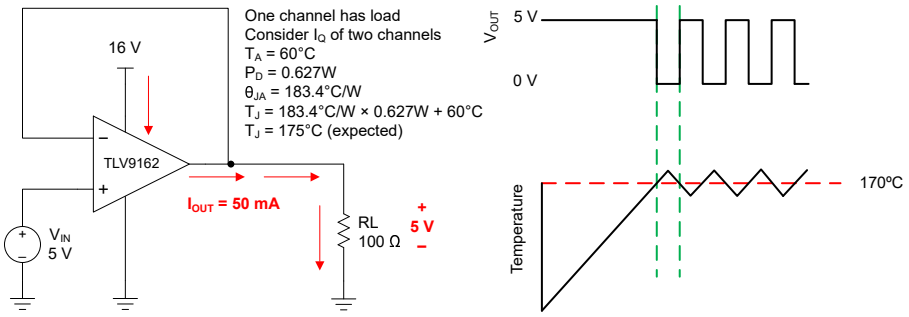

図 6-4. 過熱保護動作
あらゆるアンプは、内部消費電力によって内部 (接合部) の温度が上昇します。この現象を「自己発熱」と呼びます。TLV916x の絶対最大接合部温度は 150℃です。この温度を超えると、デバイスが損傷します。TLV916x には過熱保護機能があり、自己発熱による損傷を低減できます。この保護機能はデバイスの温度を監視し、温度が 170℃を超えるとオペアンプの出力ドライブをオフにします。TLV9162 の消費電力 (0.627W) のために自己発熱が大きくなるアプリケーションの例を、図 6-4 に示します。この例では、どちらのチャネルも静止消費電力を持ち、一方のチャネルには大きな負荷があります。熱に関する計算から、周囲温度が 60℃の場合、デバイスの接合部温度は 175℃に達することが示されます。しかし、実際のデバイスでは出力ドライブがオフになるので、接合部の温度は安全域に回復します。過熱保護時の回路の動作を、図 6-4 に示します。通常の動作では、デバイスはバッファとして動作し、出力は 5V になります。自己発熱によりデバイスの接合部温度が内部制限値を超えた場合、過熱保護機能によって出力が強制的に高インピーダンス状態になり、出力は抵抗 R_L によってグランドにプルダウンされます。過剰な消費電力を引き起こした条件が解消されない場合、出力の障害が修正されるまで、アンプはシャットダウン状態とイネーブル状態をいったりきたりします。熱性能は、選択したパッケージと PCB レイアウト設計によって大きく異なる場合があることに注意してください。この例では、TSSOP (8)パッケージの熱性能を使用しています。